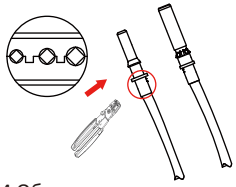

Рис. 5.4 Обжим контакта на проводе
b) Обожмите металлический контакт обжимными клещами (рис. 5.4).